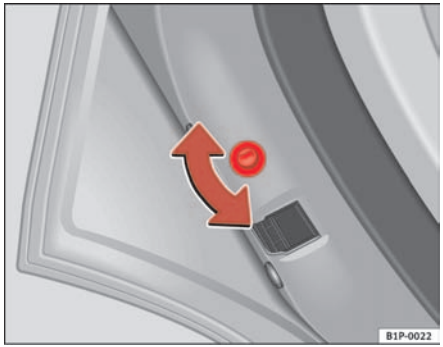
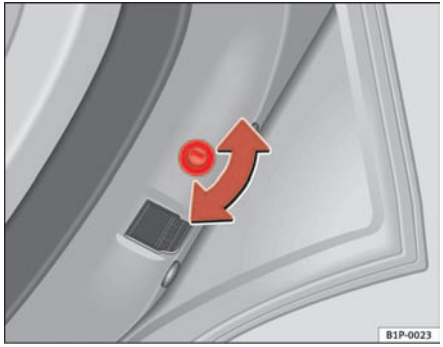

Fig. 61 Child safety lock on the left-hand side door
Fig. 62 Child safety lock on the right-hand side door
– With the door open, rotate the groove in the door using the ignition key, clockwise for the left hand side doors, and anti-clockwise for the right hand side doors ⇒ fig. 61, ⇒ fig. 62.
– With the door open, rotate the groove in the door using the ignition key clockwise for the right hand side doors and anti-clockwise for the left hand side doors ⇒ fig. 61, ⇒ fig. 62.